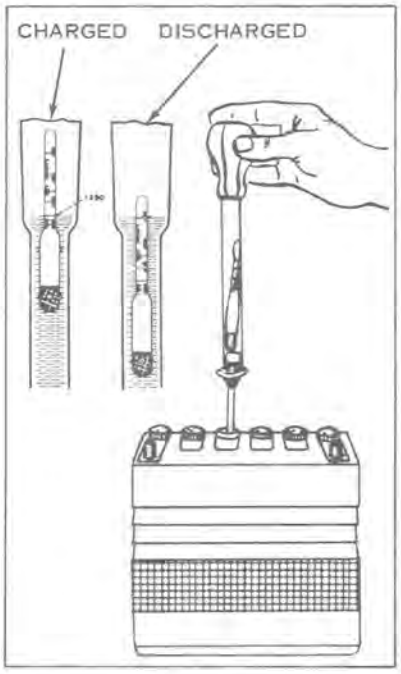

Figure 7-31
4. Keep the battery nearly fully charged at all times. Check the state of charge at frequent intervals by making specific gravity readings with a battery hydrometer (see Figure 7-31). Note that a hydrometer reading is not accurate if water has been added recently, due to the fact that the water may not be mixed with the electrolyte.